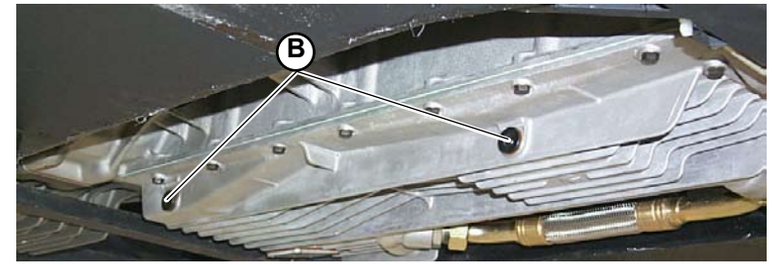

Fig.2
3. Unscrew the two plugs (**B-Fig.2**) on the oil pan and allow the oil left in the engine to drain out: then clean the plugs and tighten them.